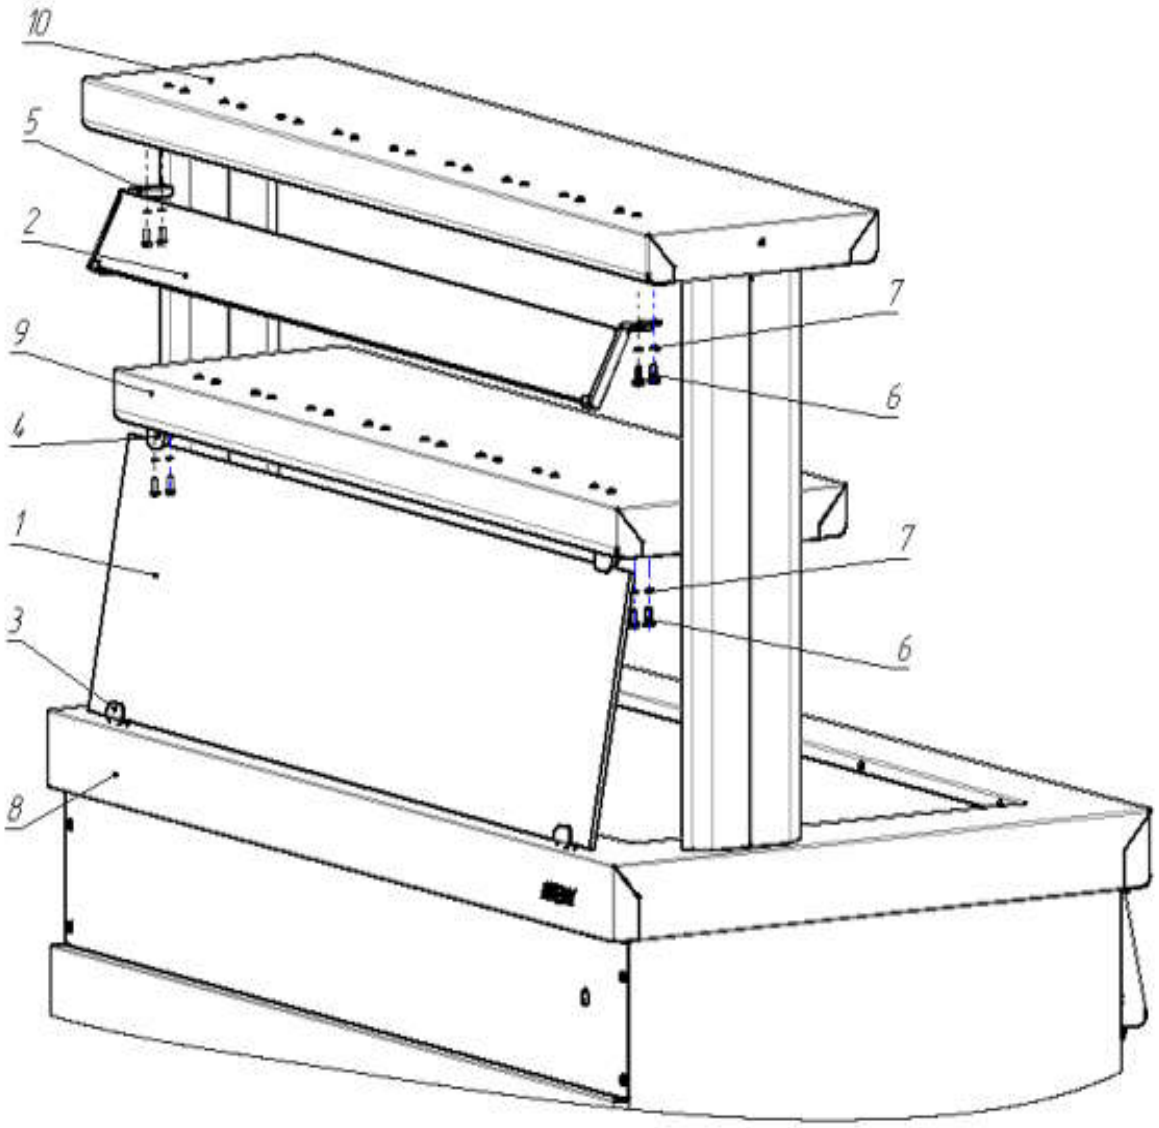

Рис.1
1.Защитное стекло между столешницей и полкой 1-го яруса. Рис.1
2.Козырек полки 2-го яруса. Рис.1